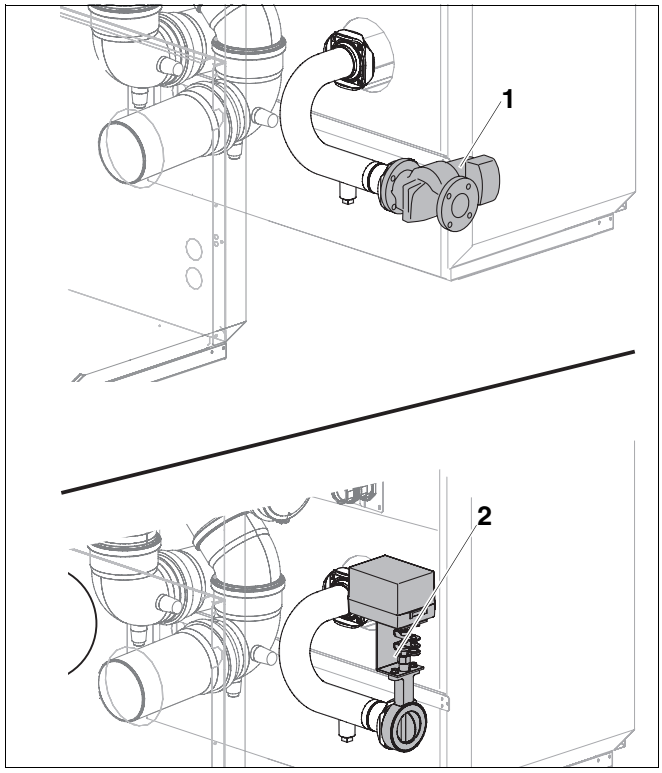

Fig. 10 Collegamento della pompa o della valvola di regolazione a due vie motorizzata
Le pompe (pompe per il circuito di riscaldamento) (fig. 10, **pos. 1**) e le valvole di regolazione a due vie motorizzate (fig. 10, **pos. 2**) non sono comprese nel volume di fornitura e devono essere ordinate separatamente.